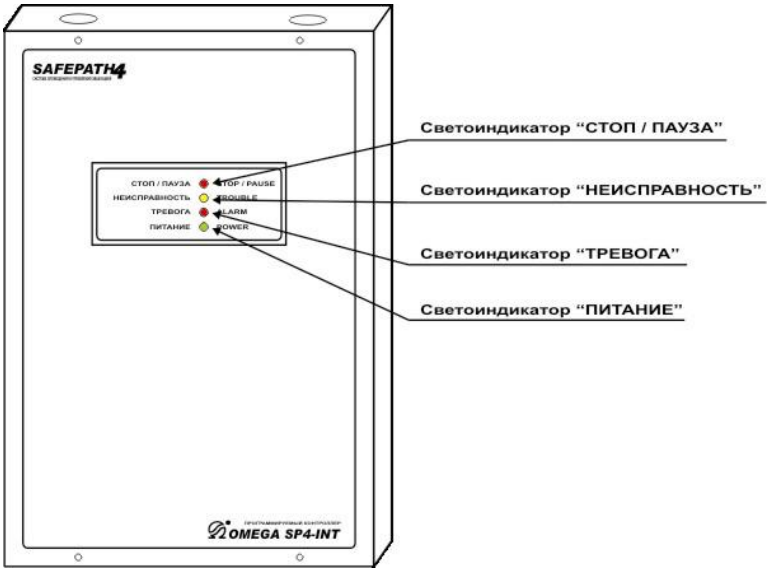

Рис. 1 Внешний вид процессорного модуля SP4-INT-PROC
1.1.3.2. Процессорный модуль SP4-INT-PROC выполнен в самостоятельном металлическом корпусе черного цвета и устанавливается вертикально на стенах, перегородках и конструкциях из негорючего материала. На лицевой стороне корпуса модуля расположены четыре светодиодных индикатора, отображающих режимы работы системы. Внешний вид процессорного модуля показан на Рис.1